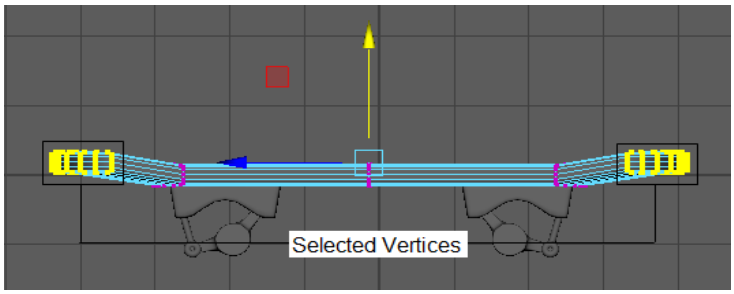

Figure 2-98 *Moving the selected vertices up along the Y axis*
10. Select *deck*. Press and hold the right mouse button on *deck*; a marking menu is displayed. Choose **Vertex** from the marking menu; the vertex selection mode is activated. Next, select the vertices and move up along the Y axis using **Move Tool**, as shown in Figure 2-98.